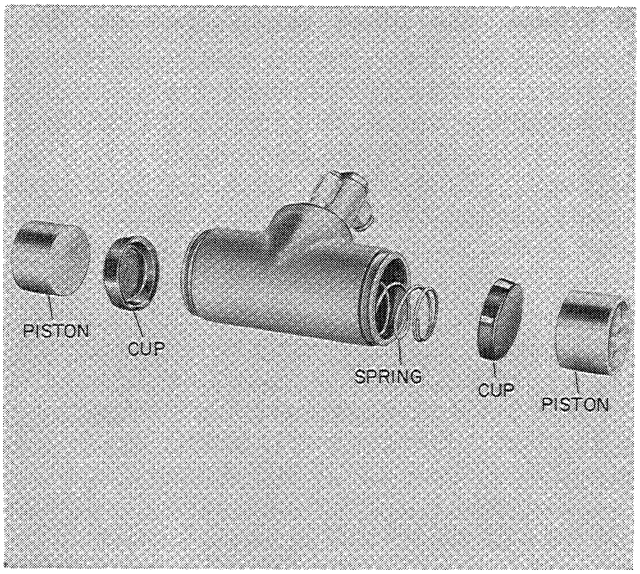

Figure W-49
2. Then remove the pistons, cups and springs, Figure W-49.